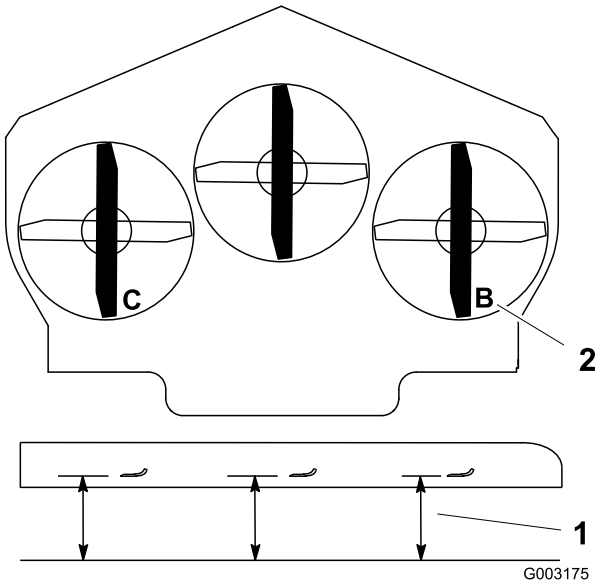

Figur 75
1. Placer højre kniv på langs (Figur 75).
2. Mål den højre kniv ved punktet **B** fra en plan overflade til knivspidsens skarpe kant (Figur 75).
4. Placer venstre kniv på langs (Figur 75).
5. Mål den venstre kniv ved punktet **C** (Figur 75) fra en plan overflade til knivspidsens skarpe kant.